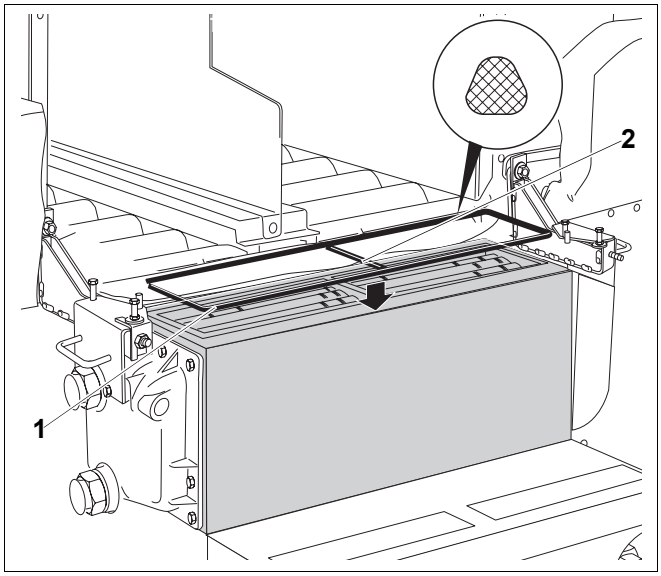

Rys. 52 Sprawdzenie uszczelki
- Sprawdzić, czy uszczelka (rys. 52, **poz. 1**) została prawidłowo włożona.
- Jeżeli uszczelka (rys. 52, **poz. 1**) nie została naklejona fabrycznie lub nie jest włożona prosto (rys. 52, **poz. 1**), należy nakleić dostarczoną samoklejącą uszczelkę stożkową na połączeniu kondensacyjnego wymiennika ciepła oraz przerywacza ciągu dookoła na kantach wewnętrznych na poprzeczce (rys. 52, **poz. 1** i **2**).